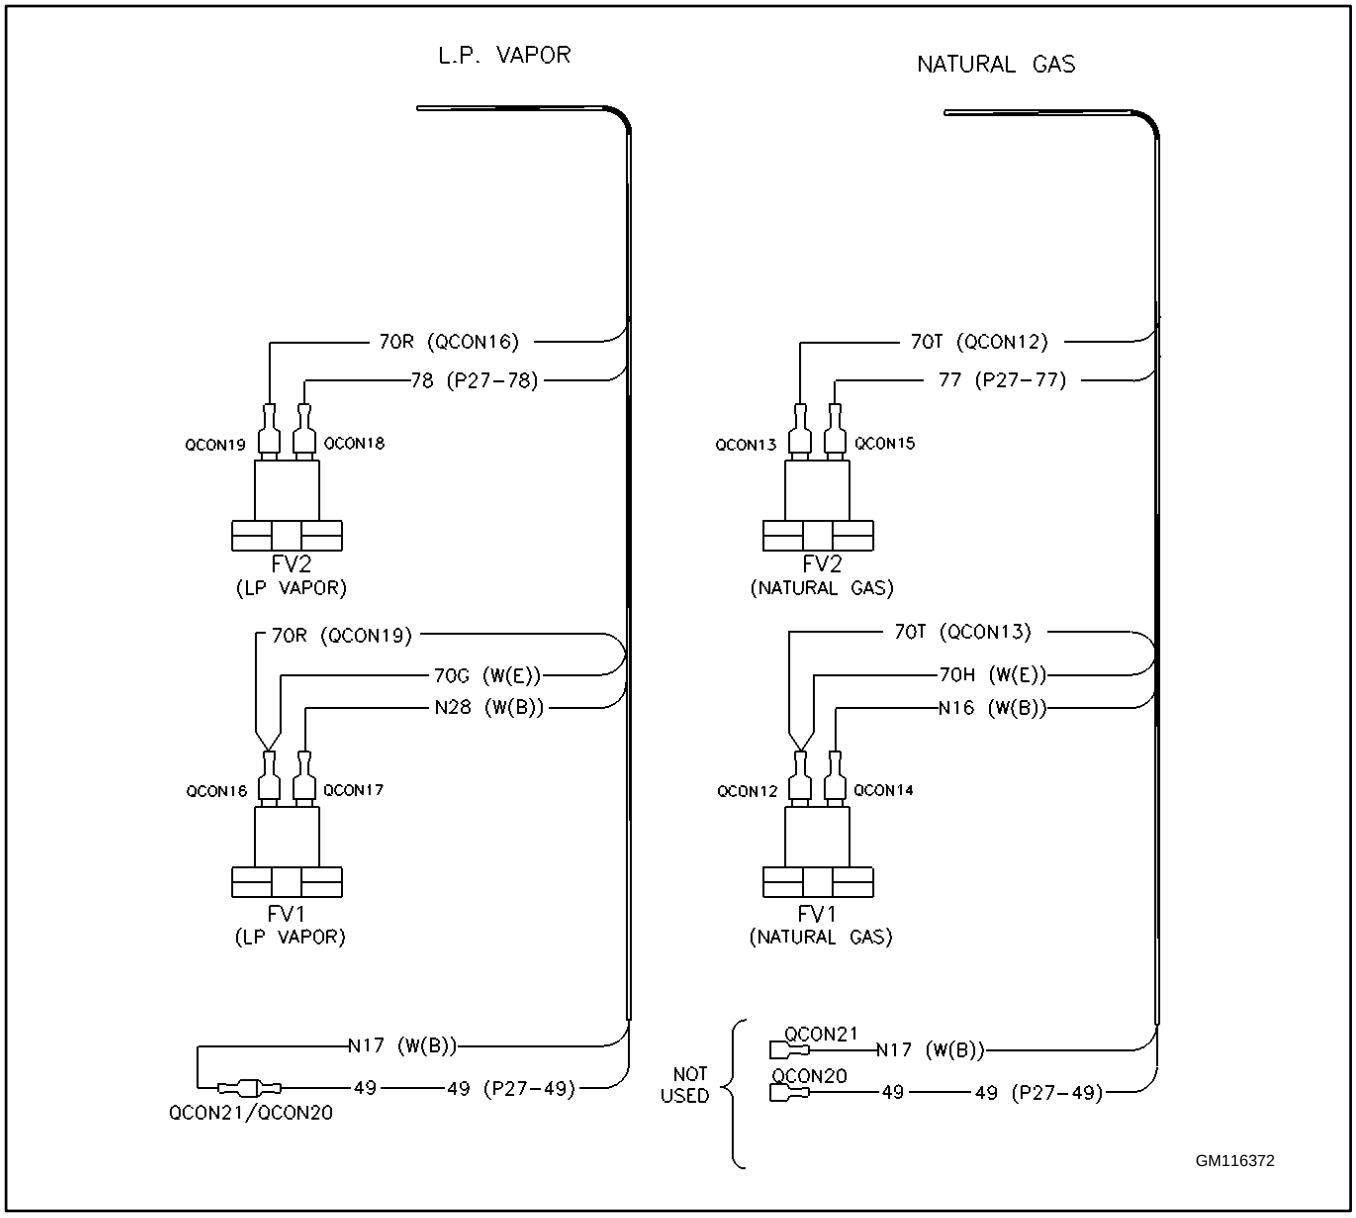

Figure 25 Harness Connections
Refer to Figure 25 when changing the harness connections.
2. Connect leads 70R/70G and N28 to fuel valve FV1 as shown in Figure 25.
4. Connect leads 78 and 70R to fuel valve FV2 as shown in Figure 25
3. Connect leads 70T/70H and N16 to fuel valve FV1 as shown in Figure 25.
5. Connect leads 70T and 77 to fuel valve FV2 as shown in Figure 25.